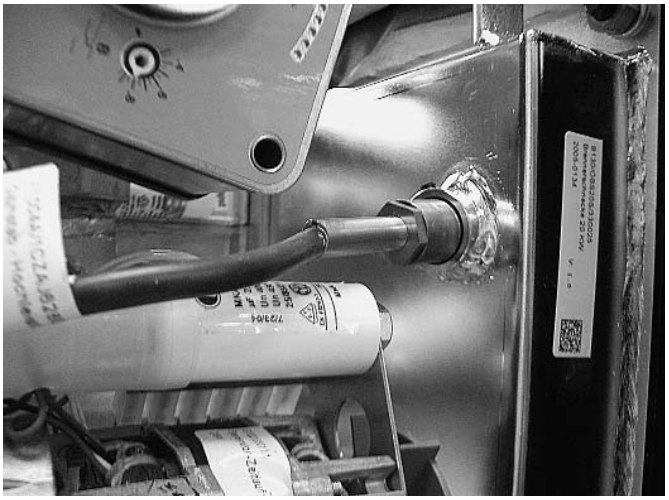

Fig. 61
Collegare il cavo dell'accensione (Z) al connettore X 26 (fig. 61).